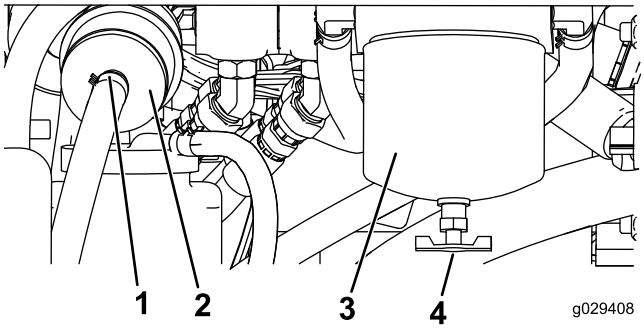

Rysunek 48
1. Zlokalizuj filtr paliwa w tylnej części silnika (Rysunek 48) i umieść pod nim czysty pojemnik.
1. Zlokalizuj filtry paliwa po prawej stronie silnika (Rysunek 48) i umieść pod nimi czysty pojemnik.
2. Wyczyść obszar wokół uchwytów wkładu filtra (Rysunek 48).
3. Wyjmij wkład filtra i oczyść jego powierzchnię montażową (Rysunek 48).
5. Przykręcaj ręcznie wkład filtra, aż uszczelka zetknie się z powierzchnią montażową, a następnie obróć o dodatkowe pół obrotu (Rysunek 48).
6. Zlokalizuj przelotowy filtr paliwa za wkładem filtra paliwa (Rysunek 48) i zwróć uwagę na kierunek przepływu wskazywany przez strzałkę z boku filtra przelotowego.
7. Rozłącz obejmy po obu końcach filtra przelotowego i zsuń z niego przewody (Rysunek 48). Wyrzuć filtr.
8. Naciągnij przewody na króćce nowego filtra (Rysunek 48), upewniając się, że strzałka na filtrze jest skierowana w tym samym kierunku co na starym filtrze.